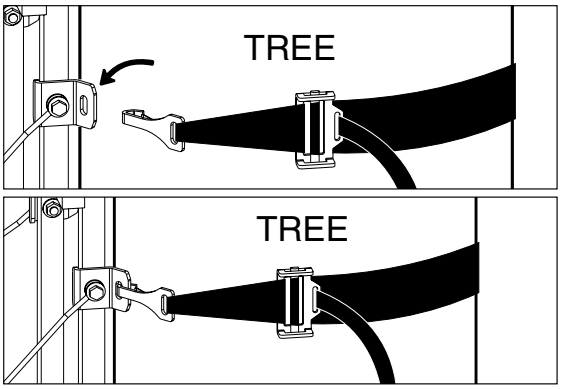

Figure 4
b. Take buckle and wrap around tree. Be sure the strap is even and at the same level all the way around the tree. Also, be sure there are no twists in the strap. Connect hook to opposite side of stand by inserting thru hole (slot) provided. **SEE FIGURE 4.**
c. Pull on excess end of strap firmly - snugging up stand to tree. **SEE FIGURES 4 AND 5.**
DO NOT TWIST STRAP WHEN ATTACHING. SEE FIGURE 4 FOR CORRECT ATTACHMENT.